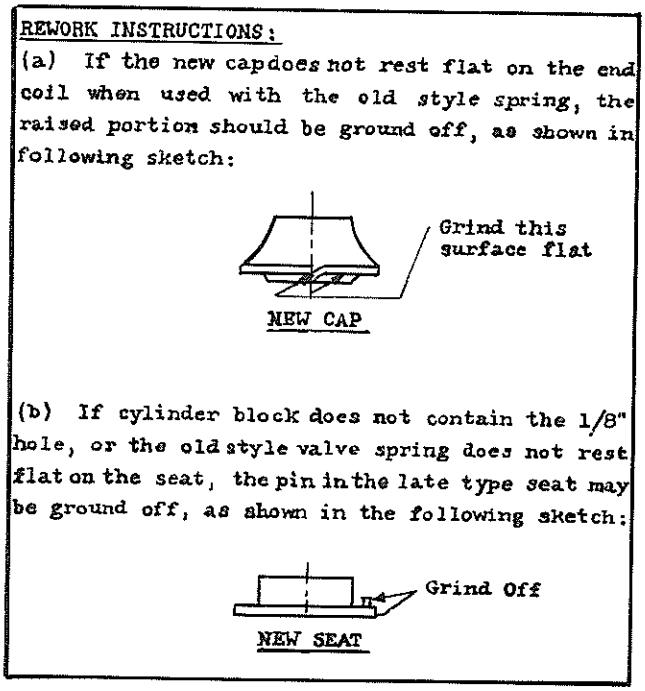

FIG. 13
b. New Valve Spring Cap. The new cap may be used on engines with old style spring. However, care should be taken that the cap rests flat on the end coil of spring. If a rocking condition exists follow rework instructions shown in Fig. 13.
c. New Valve Spring Seat. The new seat is only released for the 3, 4, 6-71 engines and can only be used on those engines with cylinder heads that include the ⅛″ drilled hole for seating the pin, unless the pin on the new seat is ground off, as shown in rework instructions, Fig. 13.